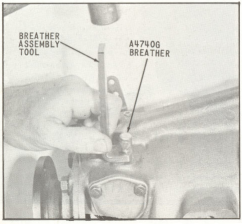
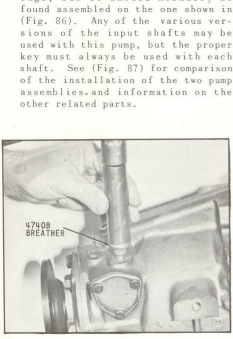
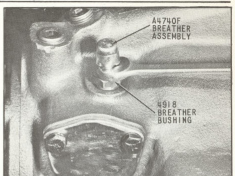

Fig. 75 Installation of Breather Assembly
Fig. 84 Installation of Breather Assembly
Fig. 85 Adapting Breather Assemblies
82. Install the breather assembly as shown in (Fig. 75). Do not hammer on the top of the breather assembly illustrated as this will damage the sealing element. For installation of other type breather assemblies see page 41, (paragraphs 3 & 4) for instructions.
3. In addition to the breather assembly shown in (Fig. 75), other breather assemblies will be found in use as illustrated in (Fig. 84) and (Fig. 85). These illustrations demonstrate the manner in which the breather assemblies are installed.
4. The breather in(Fig. 85)is supplied for those installations where a pressure type breather replaces the breather shown in (Fig. 84). This breather is used with an internally threaded bushing which presses into the case before the installation of the threaded breather assembly.